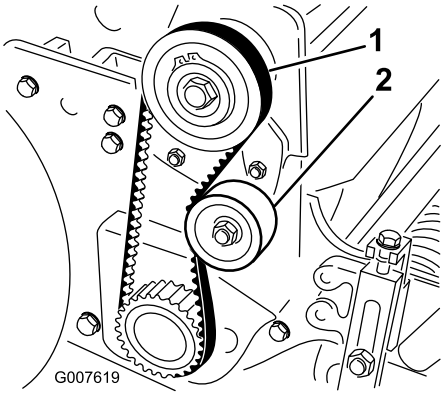

**Figura 39**
2. Verifique a tensão pressionando a correia a meio curso entre as polias (Figura 39) com uma força de 18-22 N. A correia deverá flectir-se 6 mm.
A. Desaperte a porca de montagem da polia intermédia e incline-a para o lado de trás da correia até que obtenha a tensão desejada da correia (Figura 39).